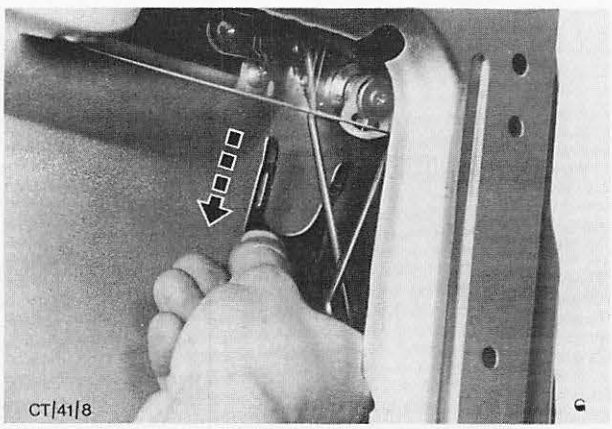

Abb. 43 Halteklammer – Schließzylinder befestigen
2. Halteklammer – Verbindungsstange lösen und Verbindungsstange vom Schloß aushängen. Halteklammer – Schließzylinder entfernen und Schließzylinder komplett aus dem Türschacht herausnehmen, Abb. 43.